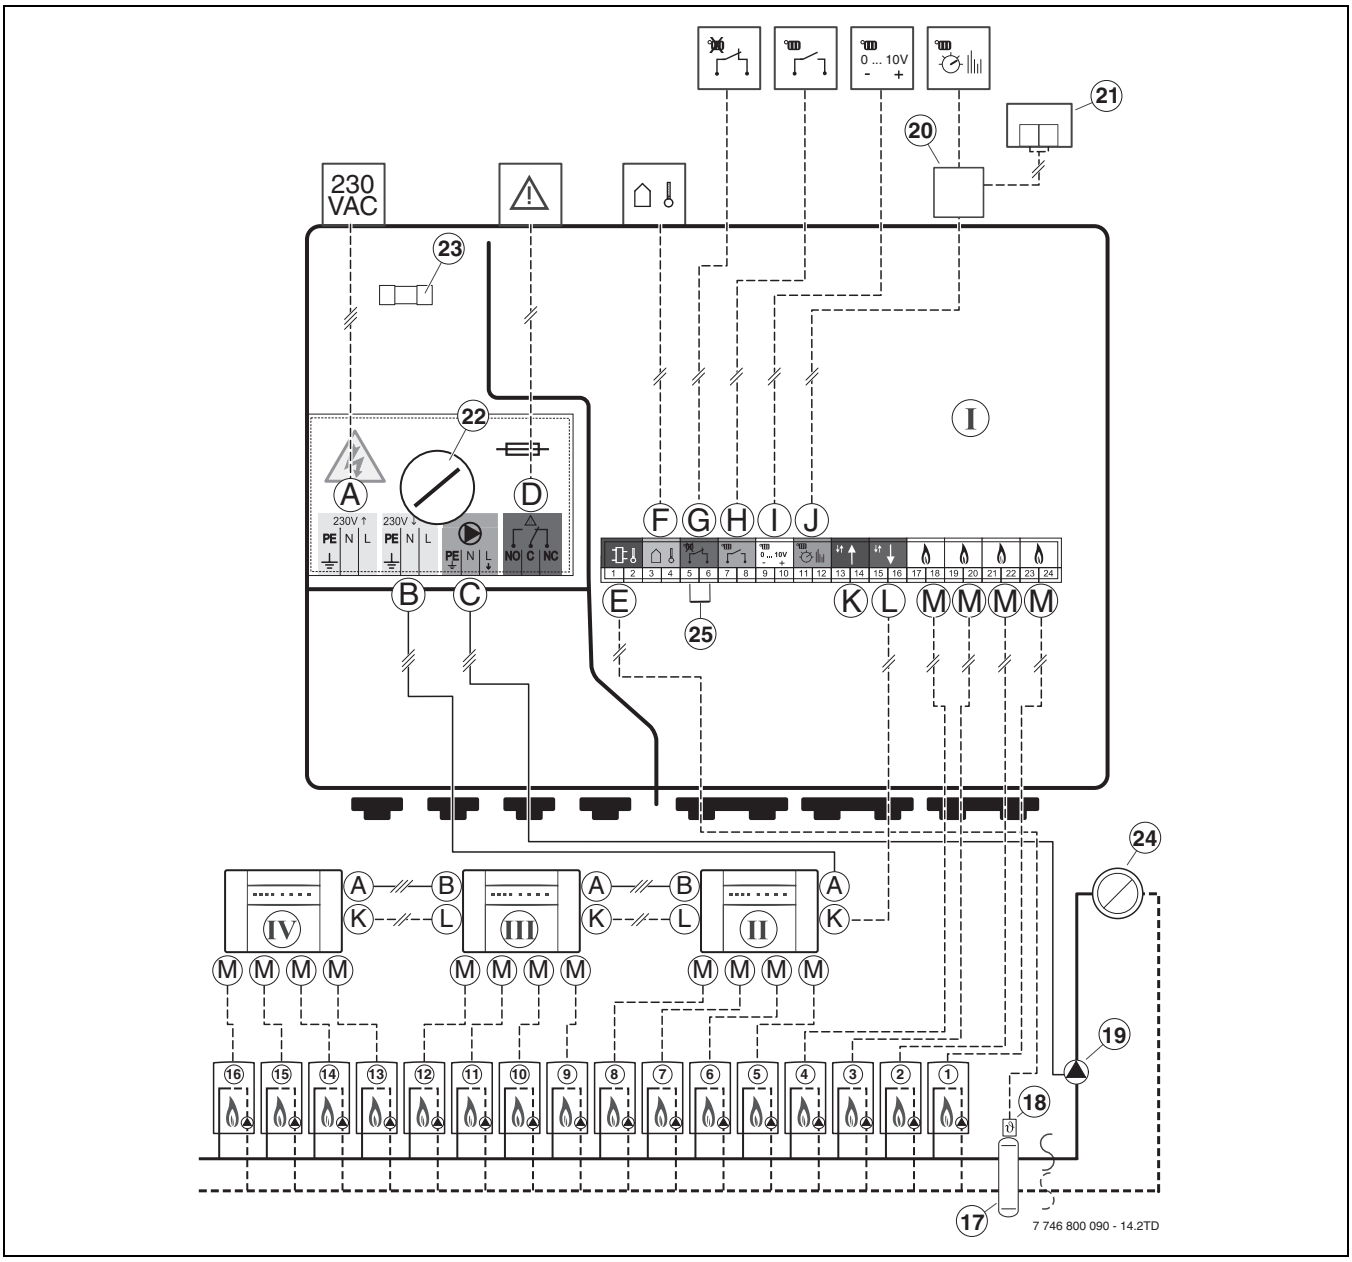

Fig. 5
1) na fig. 5, página 10
Os módulos ICM controlam os aparelhos de aquecimento conforme a necessidade de calor calculada por um regulador de aquecimento. Para a regulação conforme a necessidade de calor, os módulos ICM também devem ser sempre instalados em ligação com um regulador de aquecimento (→ fig. 5, bornes H, I ou J). Dependendo do regulador de aquecimento utilizado, existem quatro variantes de sistema possíveis (→ tab. 5).
Através de um módulo ICM, podem ser controlados, no máximo, quatro aparelhos de aquecimento. Através do acoplamento de até quatro módulos ICM, é possível interligar em cascata, no máximo, 16 aparelhos de aquecimento (→ fig. 5). Um módulo ICM assume então o comando da cascata (ICM master).
Uma outra vantagem desta variante de sistema é a possibilidade de comunicação dos módulos para activação dos circuitos de aquecimento (IPM) com o módulo ICM, através de todos os aparelhos de BUS, paralelamente à ligação J no módulo ICM (→ fig. 5 na página 67). Deste modo, é garantida uma adaptação ideal da quantidade de calor produzida à necessidade real de calor de todos os circuitos de aquecimento da instalação de aquecimento. Nesta variante de sistema, a instalação de aquecimento atinge um conforto ideal com o máximo de poupança de energia.
Outros módulos eventualmente existentes, como por ex. os módulos IPM (→ item 21 na fig. 5 na página 67), devem ser ligados ao BUS do regulador de aquecimento (paralelamente à ligação J no módulo ICM).
De modo a evitar problemas de contacto nos bornes no ICM master, é recomendada uma caixa de derivação (→ item 20 na fig. 5 na página 67).
- Estabelecer a cablagem conforme o esquema de ligações (→ fig. 5 na página 67).
(Esquema de ligações → fig. 5 na página 67):